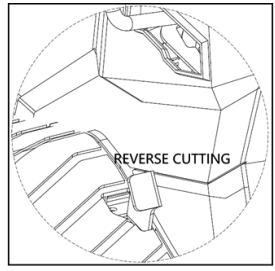

Рис. 32
- Нажмите на педаль «REVERSE CUT» скашивание движением назад, (для механического типа) и переведите рычаг переключения передач в положение «R». (рис. 32)